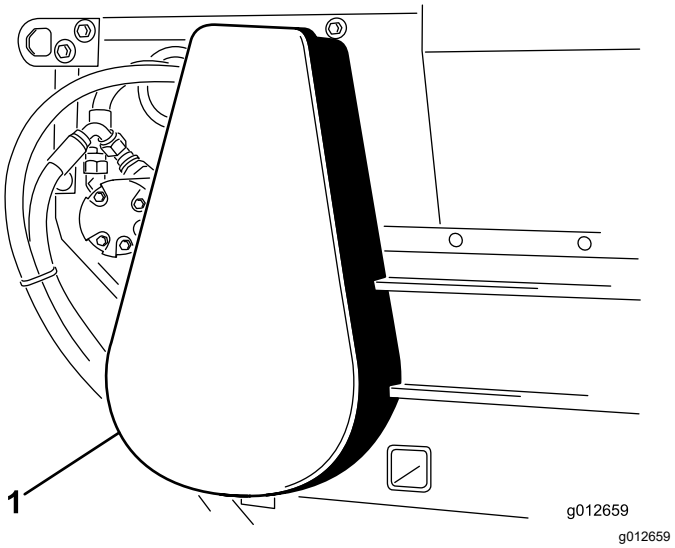

Figuur 23
2. Verwijder het kettingdeksel (Figuur 23).
6. Plaats het kettingdeksel (Figuur 23).